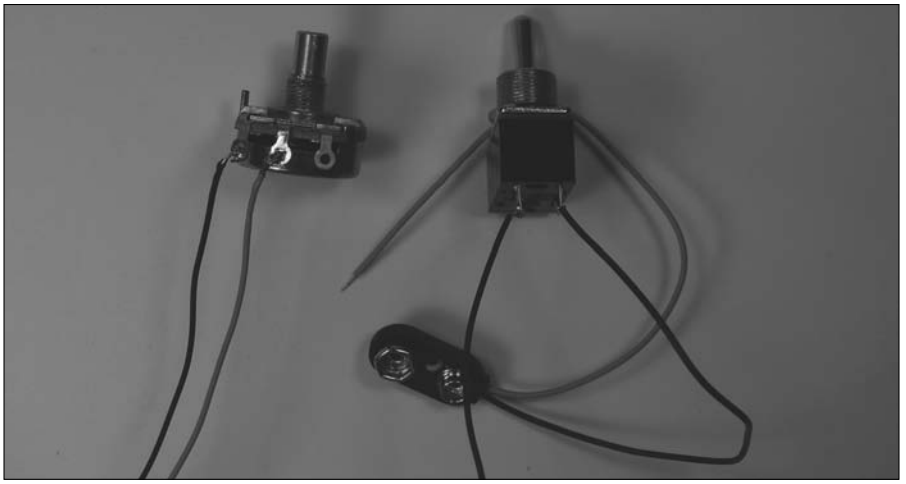

Figure 9-12: Solder wires to the on/off switch and the potentiometer.
7. **Solder two 5" wires to the potentiometer, as shown Figure 9-12.**